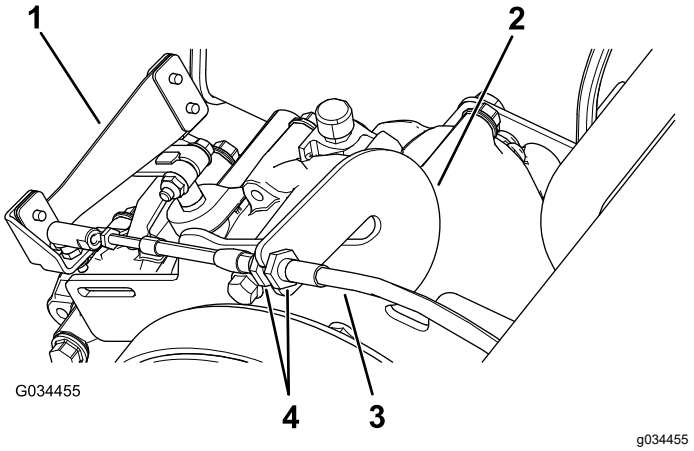

Figure 58
1. Loosen the jam nuts on the gear-shift cable and adjust them as necessary (Figure 58).
2. Test the gear-shift position by rotating the gear-shift selector to the 3 different positions and check to see if the shift lever (Figure 58) shifts properly when shifting the gears; refer to Gear-Shift Lever and Gear-Shift Indicator (page 12).